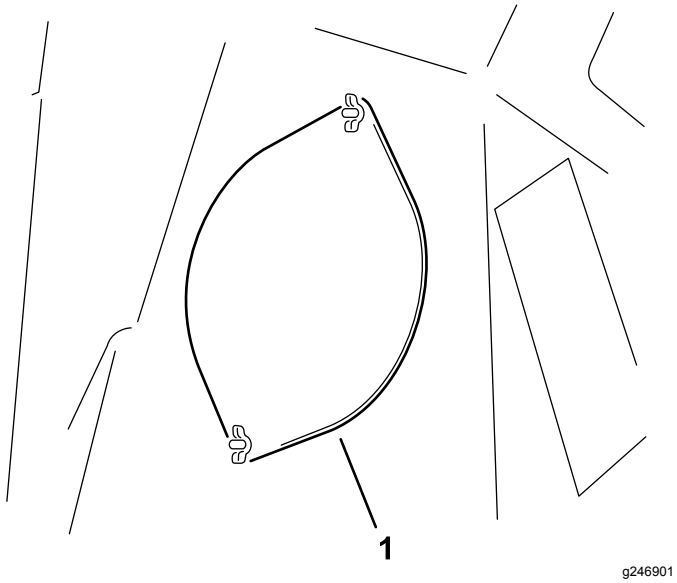

Figure 31
3. Desserrez les 2 écrous à oreilles qui fixent la plaque d'accès (Figure 31).